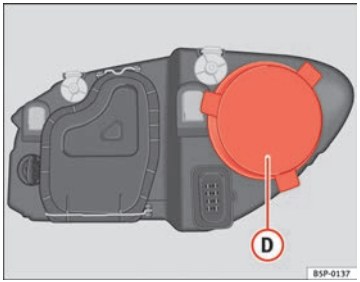

Fig. 187 Side light
– Remove the cover ⇒ Fig. 187 (D) by pulling on this.